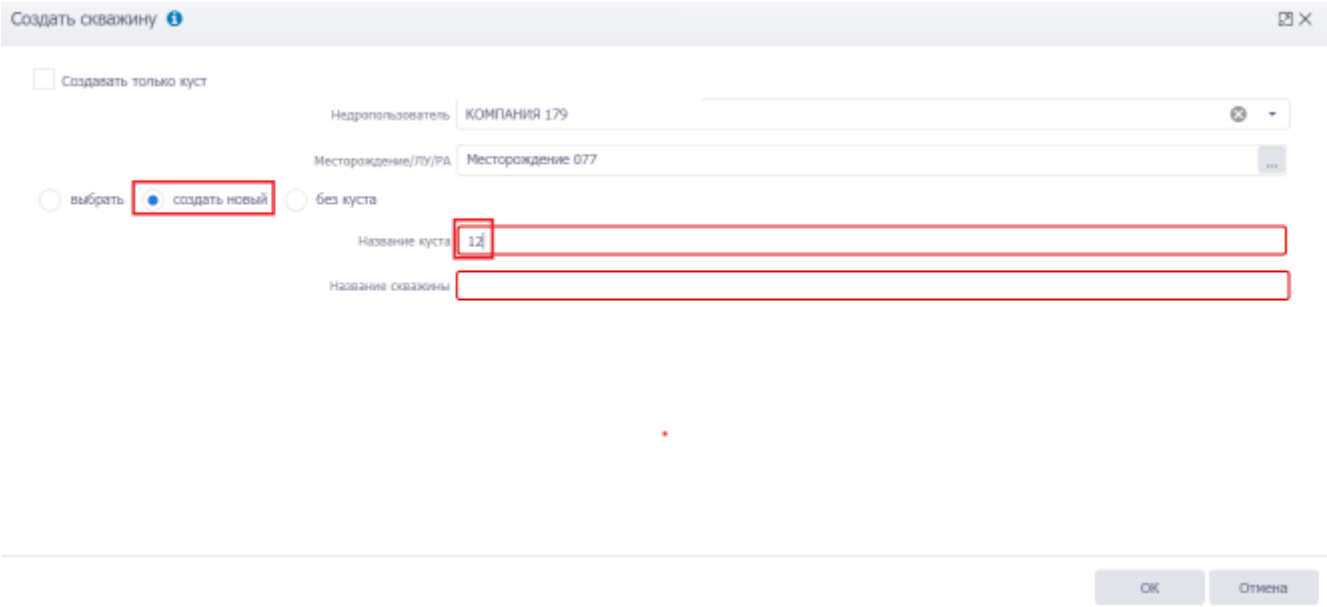

Рис. 3.24
- Если установлен переключатель создать новый, название куста вводится с клавиатуры (рис. 3.24);